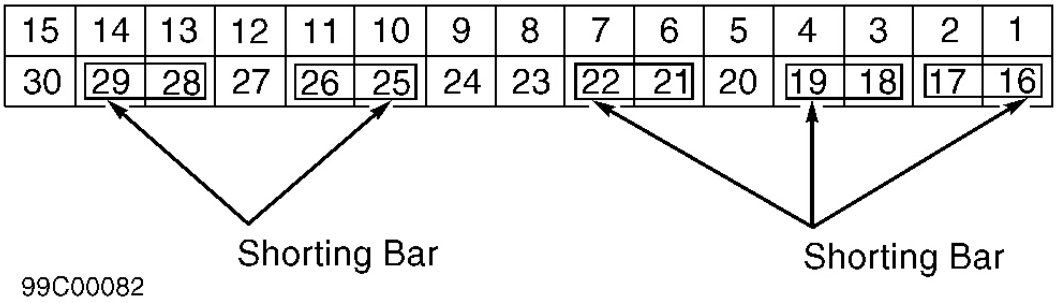

Fig. 6: Identificación de la unidad de control de airbag (ACU) terminales del conector
1. Antes de continuar, consulte **MEDIDAS DE SEGURIDAD AIRBAG** . Desconectar conector de la unidad de control de airbag (ACU). Ver **UNIDAD DE CONTROL DE AIRBAG (ACU)** bajo EXTRACCIÓN E INSTALACIÓN. Conectar el encendido. Mida el voltaje entre la masa y el terminal Nº 5 (blanco / verde del alambre) de conector ACU. Ver **Fig. 6** . Si la tensión de batería está presente, vaya al paso 3. Si la tensión de batería no está presente, vaya al siguiente paso.
1. Antes de continuar, consulte **MEDIDAS DE SEGURIDAD AIRBAG** . Desconectar conector de la unidad de control de airbag (ACU). Ver **UNIDAD DE CONTROL DE AIRBAG (ACU)** bajo EXTRACCIÓN E INSTALACIÓN. Compruebe si existe continuidad entre el terminal conector ACU No. 7 (cable amarillo) y tierra. Ver **Fig. 6** . Si existe continuidad, vaya al siguiente paso. Si no existe continuidad, sustituya ACU. Ver **UNIDAD DE CONTROL DE AIRBAG (ACU)** bajo EXTRACCIÓN E INSTALACIÓN.
1. Antes de continuar, consulte **MEDIDAS DE SEGURIDAD AIRBAG** . Desconectar conector de la unidad de control de airbag (ACU). Ver **UNIDAD DE CONTROL DE AIRBAG (ACU)** bajo EXTRACCIÓN E INSTALACIÓN. Acceso Panel de instrumentos Cluster (IPC). Ver **INSTRUMENT PANEL CLUSTER (IPC)** bajo EXTRACCIÓN E INSTALACIÓN. Verificar la continuidad de cable amarillo entre el terminal conector ACU No. 7 y IPC B11 terminal del conector. Ver **Fig. 6** . Ver **DIAGRAMAS DE CABLEADO** . Si no existe continuidad, vaya al siguiente paso. Si existe continuidad, sustituya ACU. Ver **UNIDAD DE CONTROL DE AIRBAG (ACU)** bajo EXTRACCIÓN E INSTALACIÓN.
1. Antes de continuar, consulte **MEDIDAS DE SEGURIDAD AIRBAG** . Desconectar conector de la unidad de control de airbag (ACU). Ver **UNIDAD DE CONTROL DE AIRBAG (ACU)** bajo EXTRACCIÓN E INSTALACIÓN. Desconecte el conector de muelle de reloj inferior. Ver **MONTAJE DE RELOJ** bajo EXTRACCIÓN E INSTALACIÓN. Medir la continuidad entre tierra y los terminales Nº 10 (cable rojo) y / o No. 11 (Amarillo / cable rojo) del conector ACU. Ver **Fig. 6** . Si la continuidad existe en cualquiera de los terminales, reemplazar mazo de cables entre ACU y el conector de muelle de reloj inferior. Si no existe continuidad, vaya al siguiente paso.
conector. Ver **UNIDAD DE CONTROL DE AIRBAG (ACU)** bajo EXTRACCIÓN E INSTALACIÓN. Desconecte el conector de muelle de reloj inferior. Ver **MONTAJE DE RELOJ** bajo EXTRACCIÓN E INSTALACIÓN. Mida el voltaje entre tierra y ACU terminales del conector No. 10 (cable rojo) y Nº 11 (amarillo / cable rojo). Ver **Fig. 6** . Si la tensión de batería existe en cualquiera de los terminales, sustituya el mazo de cables entre el ACU y el conector de muelle de reloj inferior. Si no existe tensión de la batería, vaya al siguiente paso.
Antes de continuar, consulte **MEDIDAS DE SEGURIDAD AIRBAG** . Desconectar conector de la unidad de control de airbag (ACU). Ver **UNIDAD DE CONTROL DE AIRBAG (ACU)** bajo EXTRACCIÓN E INSTALACIÓN. Del lado del pasajero conector del módulo airbag de desconexión. Ver **LADO PASAJERO MODULO AIRBAG** bajo EXTRACCIÓN E INSTALACIÓN. Compruebe si existe continuidad entre el suelo y ACU terminales del conector No. 13 (cable verde / rojo) y Nº 14 (cable verde / amarillo). Ver **Fig. 6** . Si la continuidad existe en cualquiera de los terminales, reemplazar mazo de cables entre ACU y el módulo de bolsa de aire del lado del pasajero. Si no existe continuidad, cambiar el lado del pasajero del módulo del airbag.
Antes de continuar, consulte **MEDIDAS DE SEGURIDAD AIRBAG** . Desconectar conector de la unidad de control de airbag (ACU). Ver **UNIDAD DE CONTROL DE AIRBAG (ACU)** bajo EXTRACCIÓN E INSTALACIÓN. Del lado del pasajero conector del módulo airbag de desconexión. Ver **LADO PASAJERO MODULO AIRBAG** bajo EXTRACCIÓN E INSTALACIÓN. Mida el voltaje entre tierra y ACU terminales del conector No. 13 (cable verde / rojo) y Nº 14 (cable verde / amarillo). Ver **Fig. 6** . Si el voltaje de la batería existe en cualquiera de los terminales, reemplazar mazo de cables entre ACU y el módulo de bolsa de aire del lado del pasajero. Si no existe tensión de la batería, vuelva a colocar del lado del pasajero del módulo del airbag.